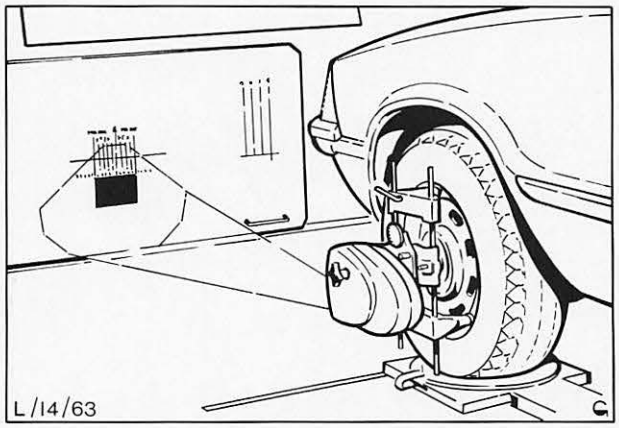

Abb. 14 Gesamt-Vorspur ablesen. Meßwert notieren
6. Bremspedal-Feststeller zum Blockieren der Räder einsetzen. **Gesamt-Vorspur der Vorderachse messen und Meßwert notieren.** Abb. 14.